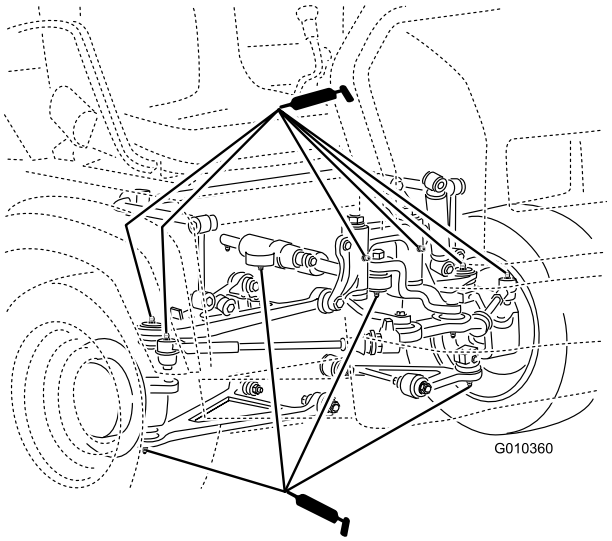

Figura 40
- Juntas de esferas (4), barras de ligação (2), montagens articuladas (2) e cilindro de direcção (2) (Figura 40)